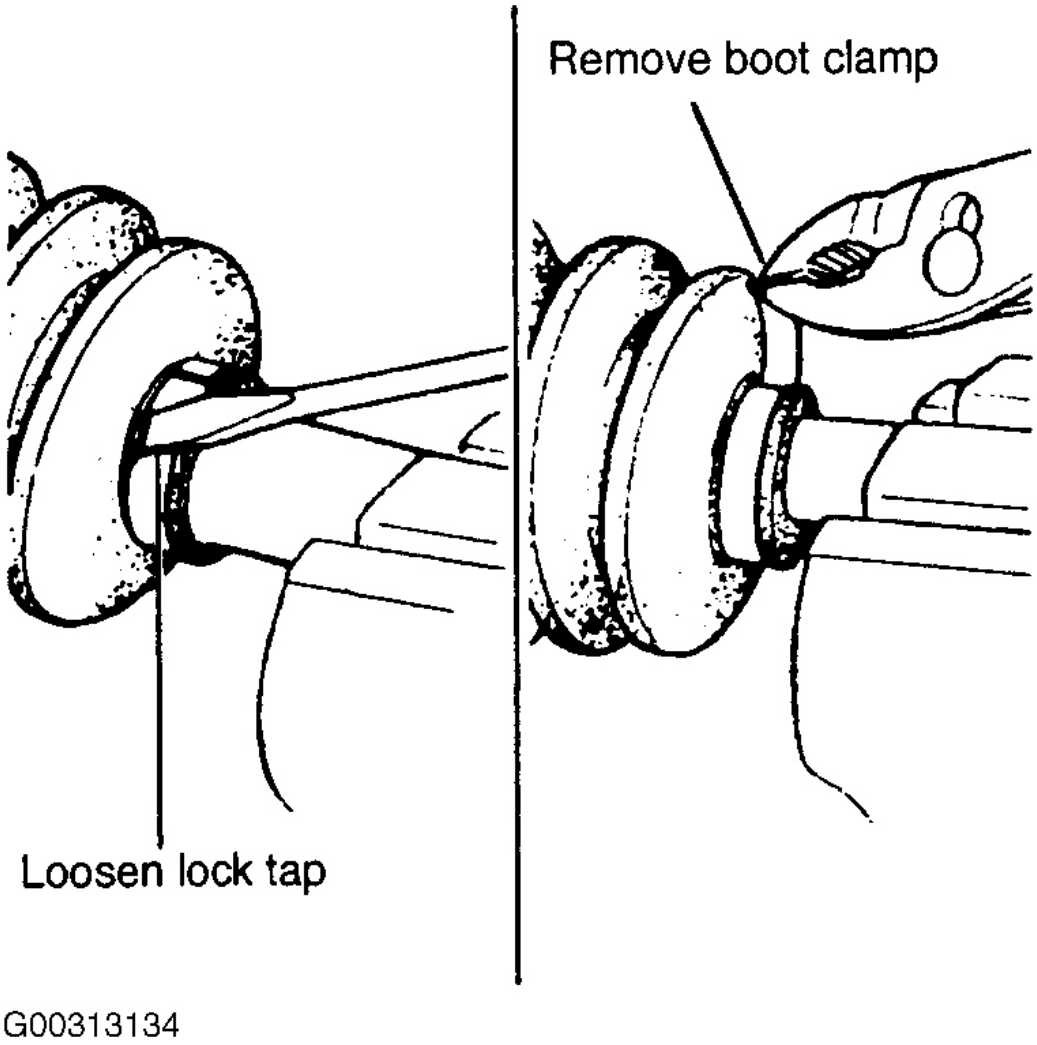
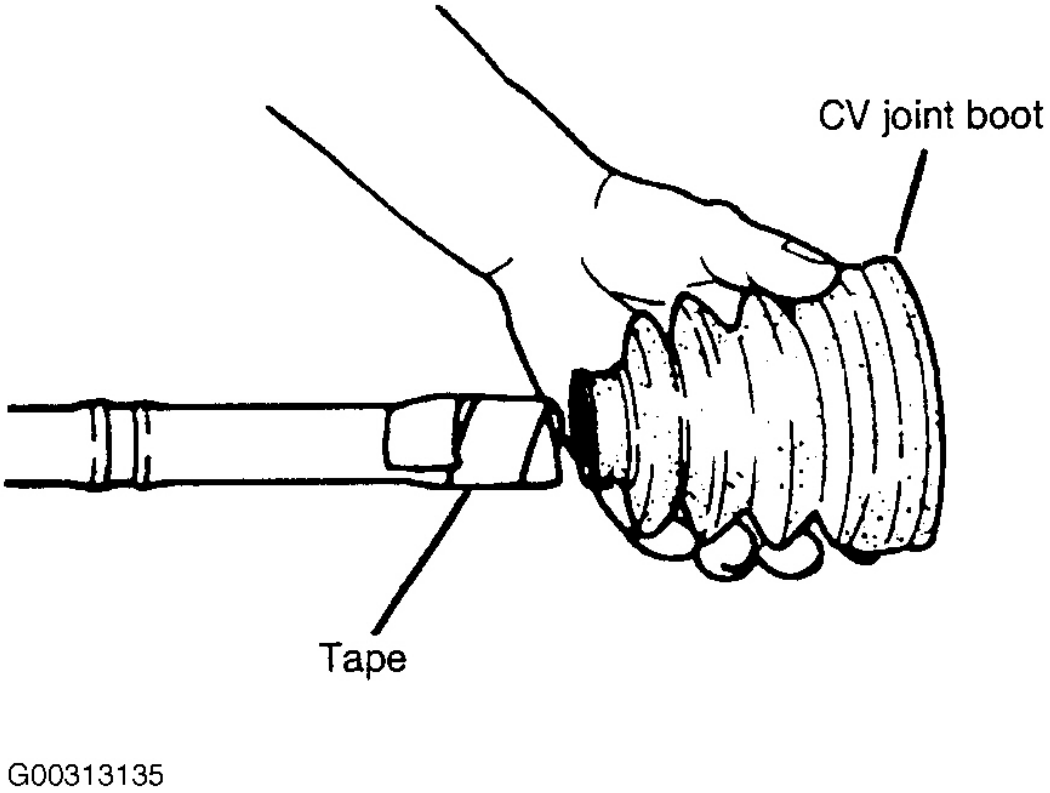

Fig. 18: Extracción de Boot Abrazaderas
Fig. 19: Extracción de eje del eje del cargador
9. Eliminar la pequeña abrazadera de arranque y el arranque del trípode del empalme del eje del eje. Ver **La Fig. 18** y **La Fig. 19** . _____ _____